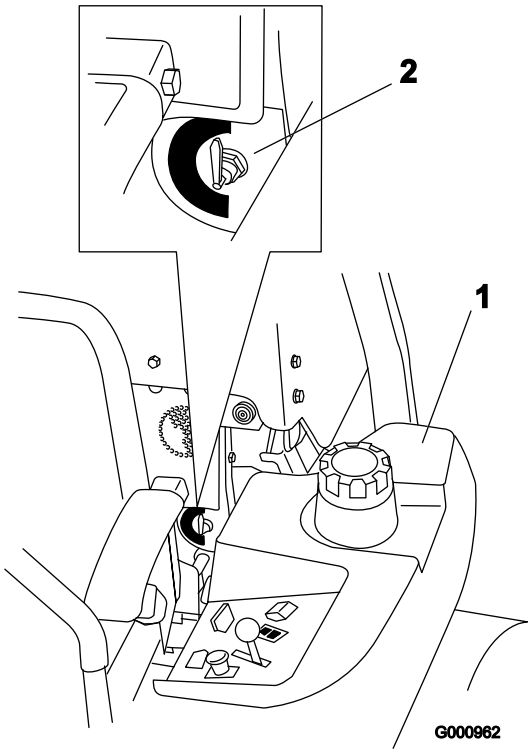

Figur 6
Enheten har to drivstofftanker. Én av tankene er på venstre side og den andre på den høyre siden. Hver tank er koblet til drivstoffvelgerventilen. Derfra fører en felles drivstoffslange til motoren (Figur 6).
For å bruke drivstofftanken på den venstre siden må du dreie drivstoffvelgerventilen til stillingen for venstre side (LH). For å bruke drivstofftanken på den høyre siden må du dreie drivstoffvelgerventilen til stillingen for høyre side (RH) (Figur 6).